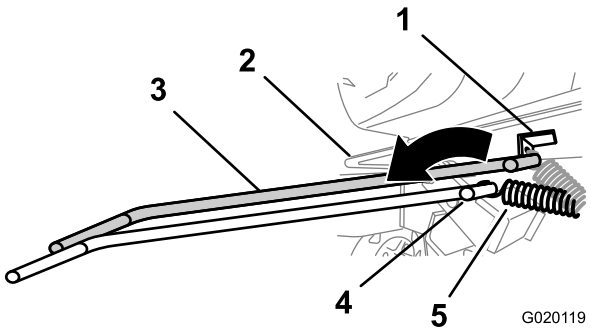

Figure 58
6. À l'aide d'un outil de dépose de ressort (réf. Toro 92-5771), déposez le ressort de la patte d'ancrage sur le plancher moteur (Figure 58).
7. À l'aide d'un outil de dépose de ressort (réf. Toro 92-5771), reposez le ressort de tension sur la patte d'ancrage sur le plancher moteur (Figure 58).